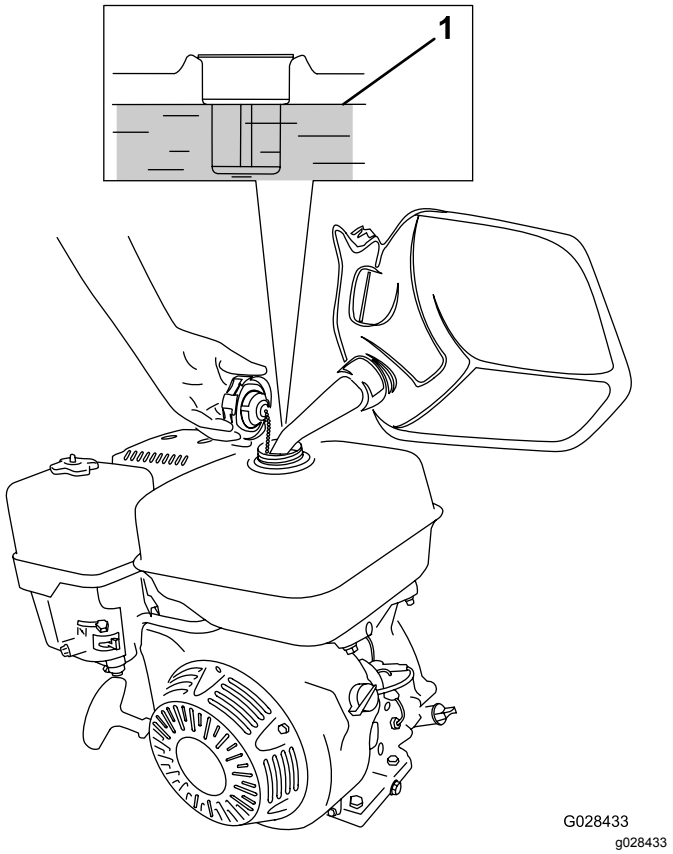

Figuur 22
1. Reinig de omgeving van de tankdop en verwijder de dop (Figuur 22). Gebruik ongelode benzine (octaangetal van 87 of hoger) om de tank te vullen. Vul niet hoger dan ongeveer 25 mm tot de bovenkant van de tank om ruimte te laten voor de expansie van de brandstof.